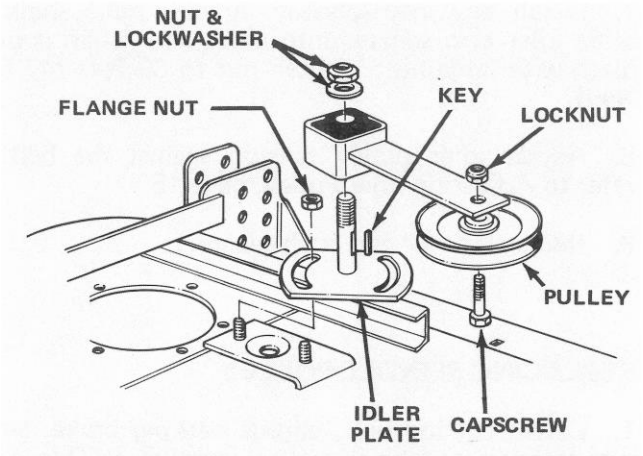

Figure 43
4. Remove large nut and flatwasher retaining idler arm on idler plate shaft (Fig. 43). Slide arm off shaft and account for the square key.
5. Remove capscrew and locknut securing idler pulley and arm together (Fig. 43).
5. Remove two flange nuts, holding slotted idler plate in place (Fig. 43).